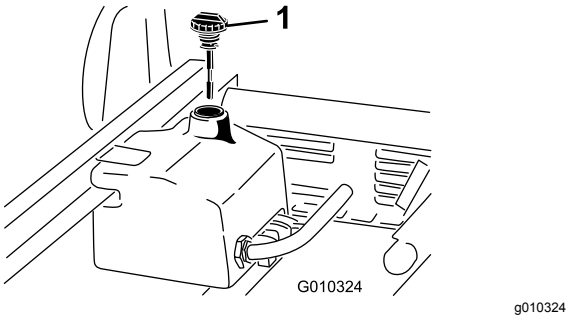

Figuur 21
1. Reinig het gebied rond de vulbuis en de dop van de hydraulische tank (Figuur 21).
3. Verwijder de peilstok (Figuur 21) uit de vulbuis en veeg deze af met een schone doek.